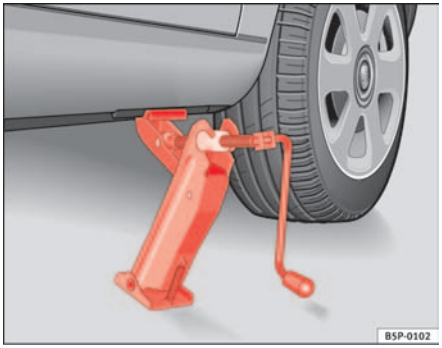

Fig. 168 Fitting the jack
– Align the jack so that the arm of the jack fits around the rib under the door sill and the movable base plate of the jack is flat on the ground ⇒ fig. 168.